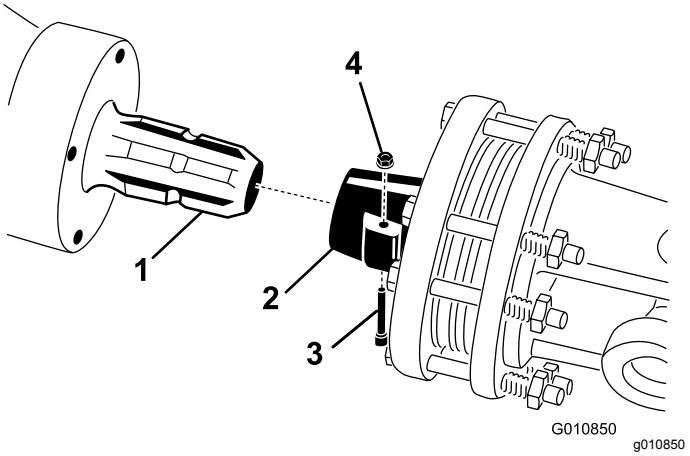

**Figur 23**
1. Ta bort sprinten och muttern från kraftuttagsaxeln (Figur 23).
2. Anslut kraftuttagsaxelns kopplingsände till luftarväxellådans ingångsaxel med sprinten och muttern som togs bort tidigare (Figur 23). Det går bara att sätta i sprinten på ett sätt.